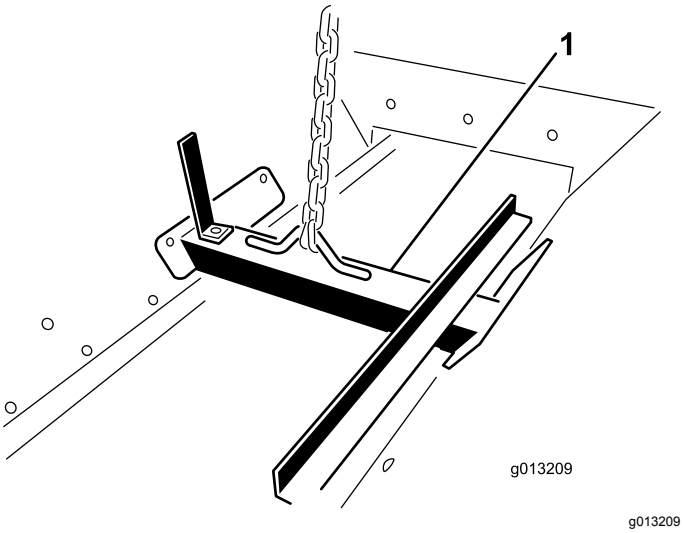

Figur 13
1. Fest en løfteenhet til løftebraketten som er festet på innsiden av beholderen (Figur 13).